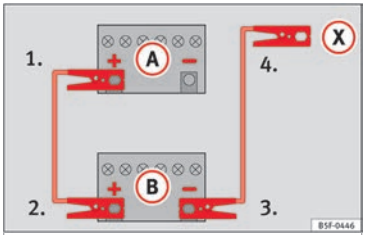

Bild 76 Skiss över anslutning i fordon utan start-/stoppsystem.
2. Anslut ena änden av den *röda* startkabeln till pluspolen (+) på bilen med det urladdade batteriet (A) »» **bild 76**.
3. Anslut andra änden av den *röda* startkabeln till pluspolen (+) i bilen med hjälpbatteriet (B).
4. *Fordon utan start-/stoppsystem:* Anslut ena änden av den *svarta* startkabeln till minuspolen (–) i bilen som ger ström (B) »» **bild 76**.